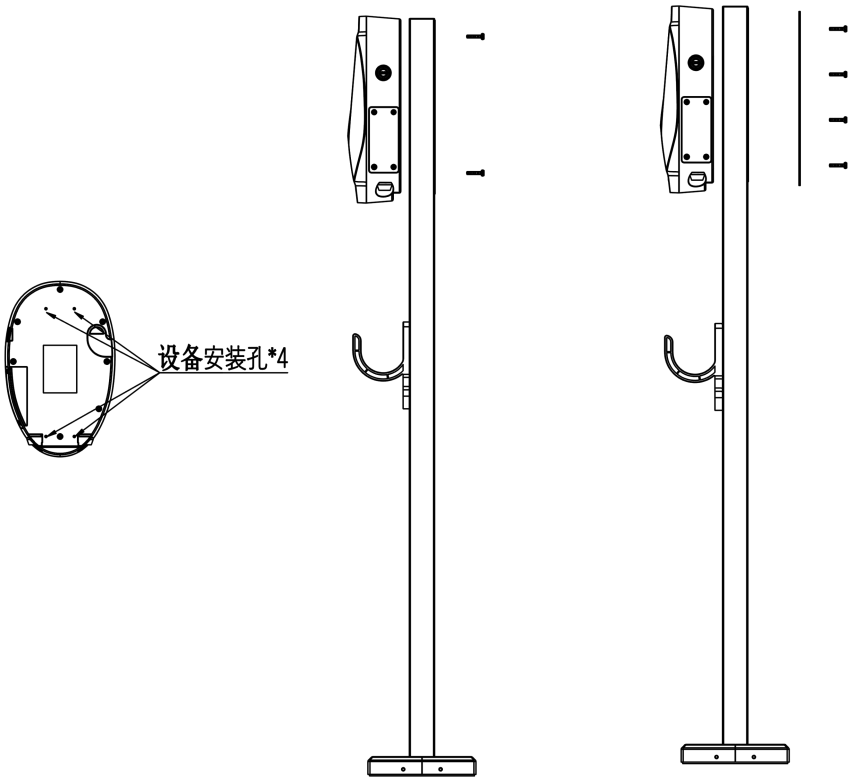

图 6
6、先把充电主机与立柱贴合对准螺丝孔位，再用 4 个 M4 的机制螺丝从立柱后面锁付紧固，最后将立柱后部的安装孔用盖板锁付螺丝盖住，如图 6。